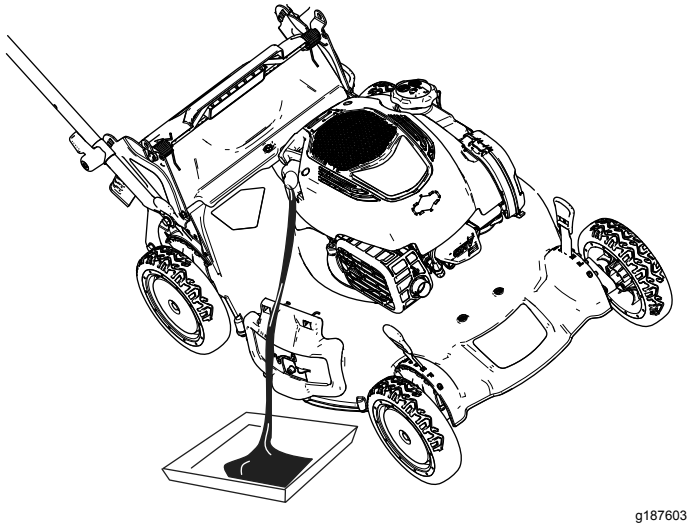

Figur 40
4. Tippa maskinen på sidan (med luftfiltret uppåt) för att tömma ut den gamla oljan från påfyllningsröret (Figur 40).